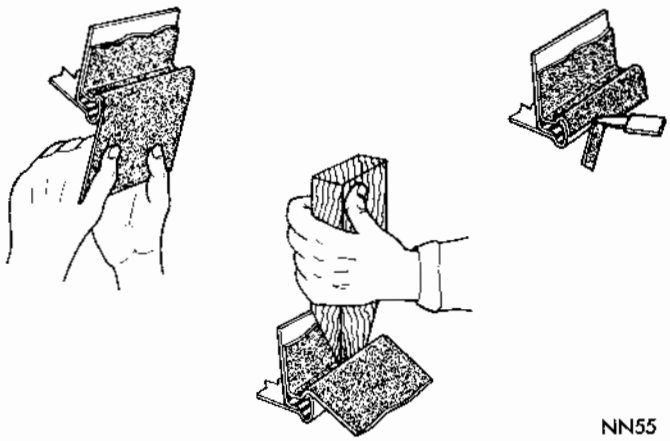
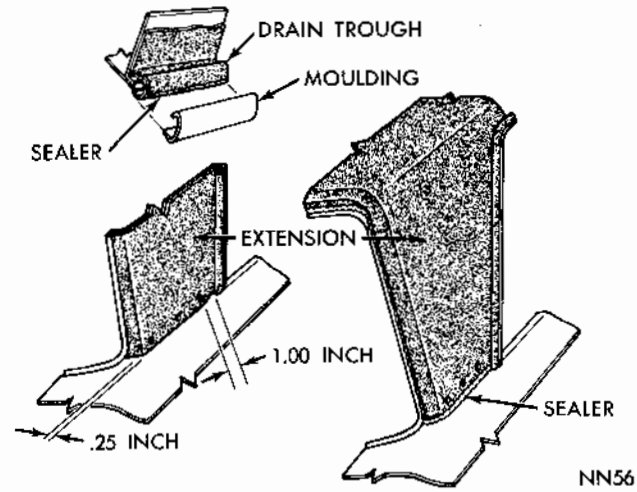

FIG. 5 Positioning Cover At Sides
FIG. 6 Sealing Cover At Sides
(12) Trim fabric at base of rear window reveal.
(13) Using a dull pointed tool, press fabric into drain trough to achieve maximum contact of roof cover material to drain trough (Fig 5).
(14) Grasp outboard edge of cover and while pulling material outward and down, use upper edge of drain trough flange as a breakover for draping material onto outboard drain trough flange face (Fig. 5). **Care must be taken to avoid pulling loose the cover material** applied to base of drain trough.
(15) Press material against drain trough flange face for full length of outboard sides of roof cover.
(16) Trim excess material hanging below drain trough flange about 1/8 inch above lower edge of flange (Fig. 5).
(17) Locate and punch holes in cover at roof extension belt line.
(18) Trim cover on a line 1/4 inch below belt line moulding holes and curving upward to meet drain trough.
(19) Apply a bead of sealer to trimmed edge of cover at roof panel and smooth out to form a seal (Fig. 6).